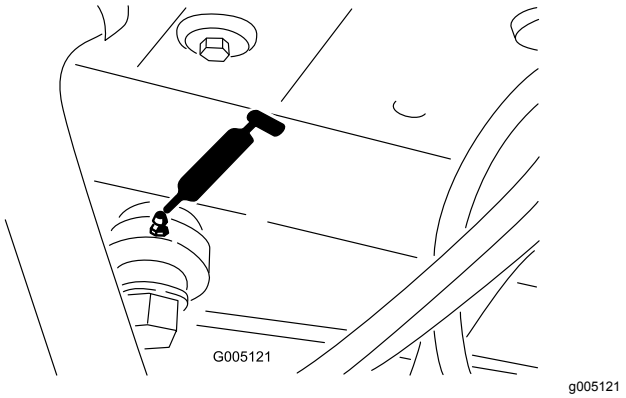

Figur 31
- Styresylinderens ende (Figur 31)